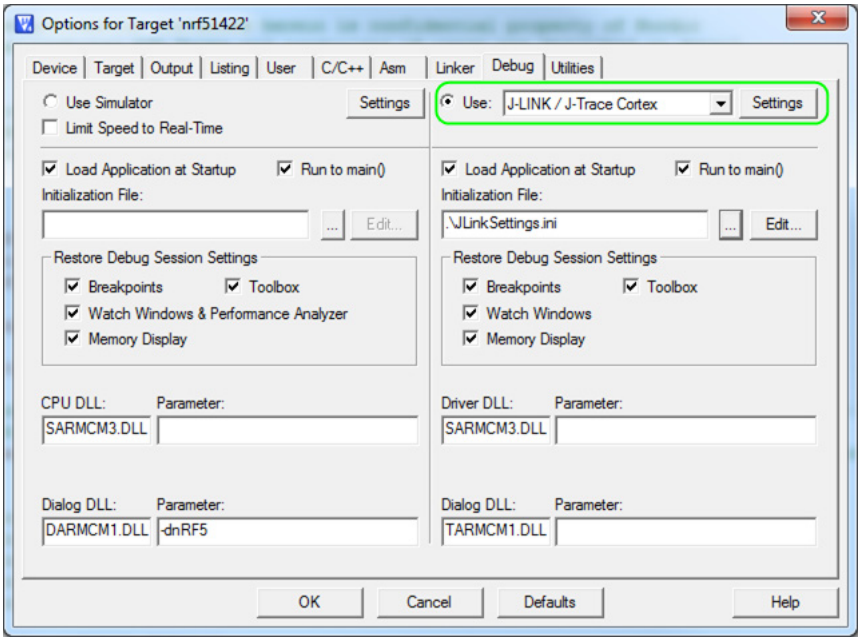

***Figure 35*** *Selecting JLink debugger in Keil*
3. Under the **Debug** tab in the Use list, select **J-LINK / J-Trace Cortex** option as shown in ***Figure 35***.
4. Click the **Settings** button shown in ***Figure 35.*** Both the SEGGER Control Panel and the Keil Target Driver Setup will open.